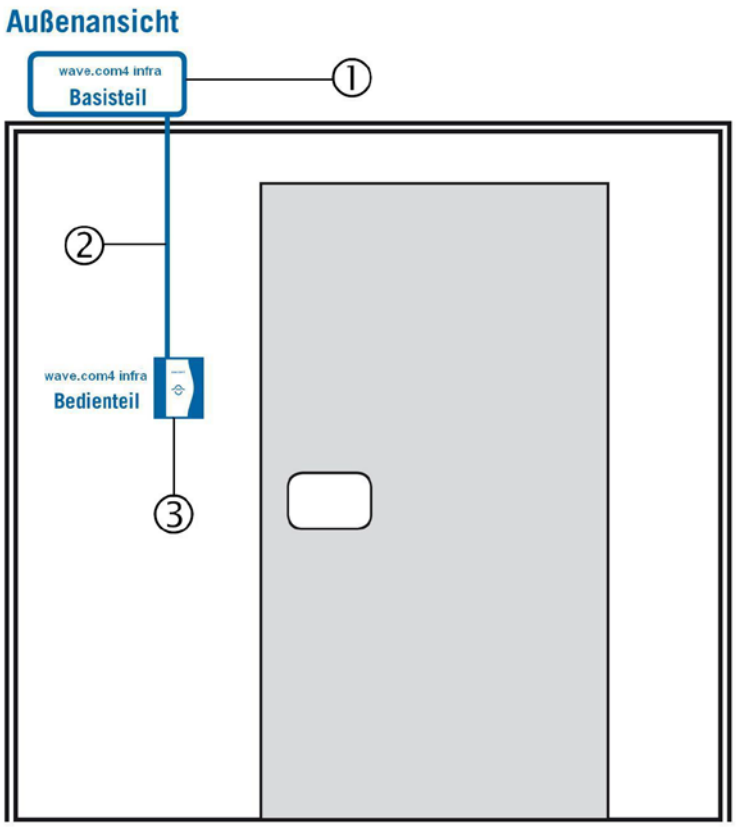

Afb. 3
De bedieningseenheid ③ van de infraroodbesturing wordt aan de buitenwand van de cabine gemonteerd op een maximale afstand van 10 meter van de voedingseenheid (zie afb. 3). Voor de montage is een gewone doosboor Ø 70 mm nodig. De bedieningseenheid mag zowel in de cabine als buiten de cabine worden gemonteerd.